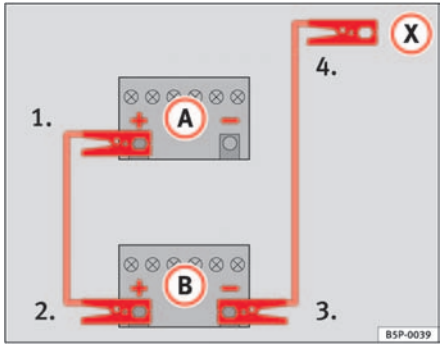

Fig. 200 How to connect the jump leads
In ⇒ fig. 200, the flat battery is (A) and the charged battery (B).
1. Connect one end of the red jump lead to the positive ⇒ fig. 200 (+) terminal of the vehicle with the flat battery ⇒ ⚠.
4. Connect the other end of the black jump lead (X) to a solid metal component which is bolted on to the engine block, or onto the engine block itself of the vehicle with the flat battery. Do not connect it to a point near the battery ⇒ ⚠.